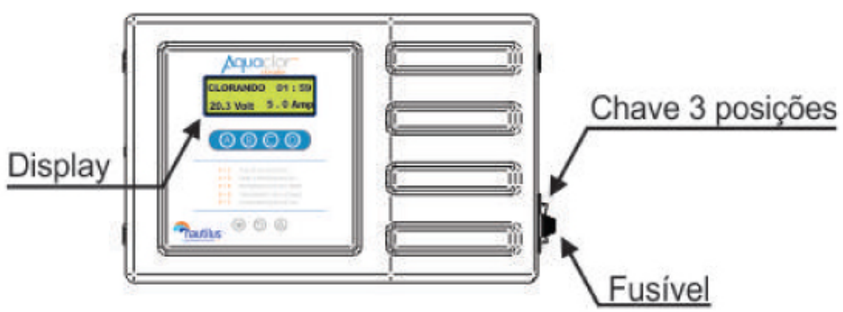

figura 2
1) CAIXA DE COMANDO: Constituída de um gabinete em termoplástico altamente resistente à corrosão (**figura 2**), montada sobre um chassi de alumínio que, além de servir de suporte para as placas eletrônicas de comando, funciona como um dissipador do calor gerado pelo equipamento, função essa que é executada paralelamente por um micro ventilador, que auxilia a refrigeração dos principais componentes emissores de calor, tais como transformadores e diodos. Seu painel de comando é constituído de uma segunda placa eletrônica, com quatro botões (A, B, C e D) e um display de LCD, alfanumérico e monocromático, no qual todas as informações, falhas e avisos serão informados. A principal função dessa caixa de comando é transformar a corrente de entrada (corrente alternada AC), que normalmente sofre variações, em uma corrente retificada (corrente contínua DC), filtrada, controlada e de excelente qualidade que alimentará a célula eletrolítica. A caixa de comando possui em uma de suas laterais uma chave geral do tipo três posições e um fusível de proteção de 5 Ampéres.